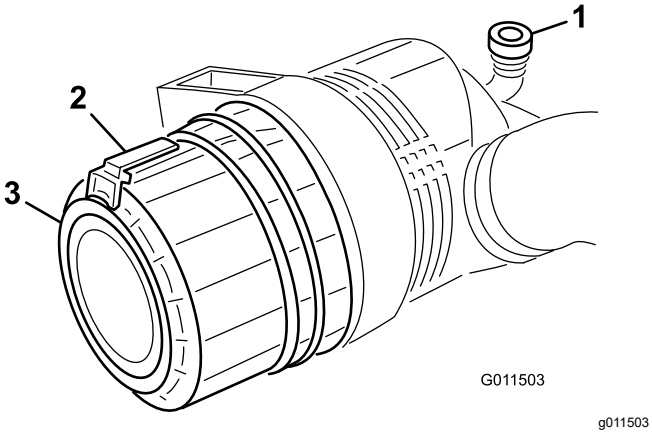

Figur 85
2. Dra ut spärren och vrid luftrenarkåpan motsols (Figur 85).